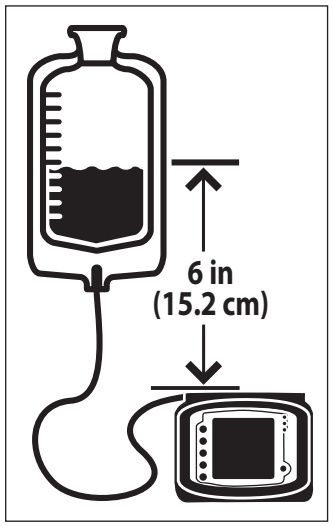

Figur 4B. Korrekt væskeniveau.
4. **Ophæng pumpesættets pose, så toppen af ernæringsløsningens startvolumen er 15,24 cm (6 tommer) over pumpen (figur 4B).**
7. **Toppen af ernæringsløsningens startvolumen skal være 15,24 cm (6 tommer) over pumpen (figur 4B).**